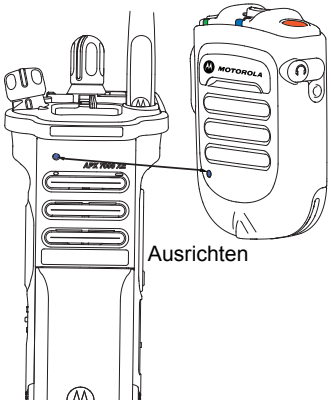

Abb. 2.10: Koppeln des WRSM
2. Führen Sie den blauen Punkt zur sicheren Kopplung auf dem WRMS innerhalb eines Abstands von 2,5 cm an den blauen Punkt zur sicheren Kopplung auf dem Funkgerät. Siehe Abbildung 2.10.